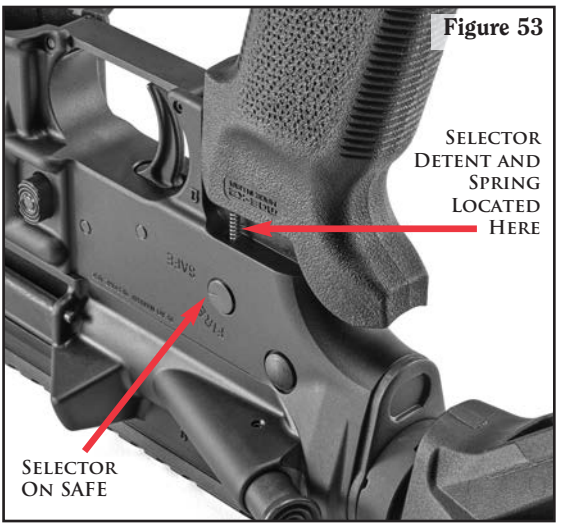

Figure 53
3. Ensuring that the detent spring does not bind or crimp, guide the pistol grip back onto the lower receiver. (See Figure 53.)